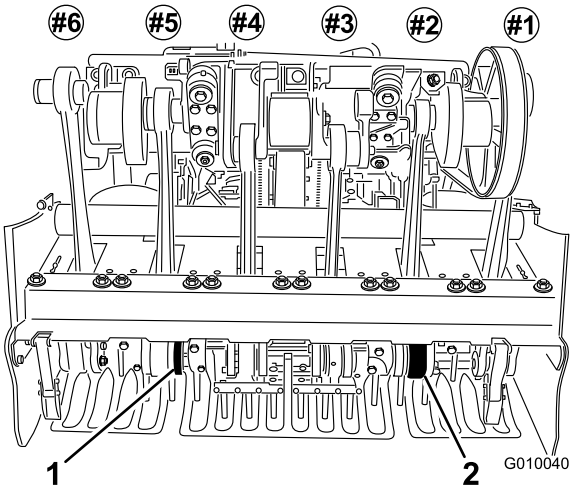

Figur 25
5. Montera luftarpinnar i luftarpinnshållarna nr 2 och 5 (Figur 25). Dra åt bultarna.